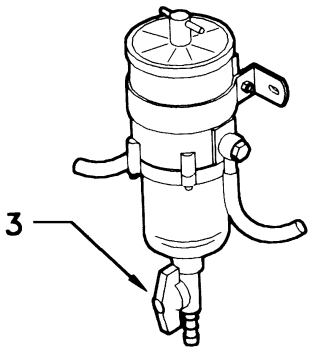

Fig. 7.2.8.
Ver Fig. 7.2.8. Aflojar la palomilla (3) situada en la parte inferior del filtro colocando un pequeño recipiente debajo del mismo y dejar salir el agua acumulada. Volver a apretar cuando salga combustible sin agua.